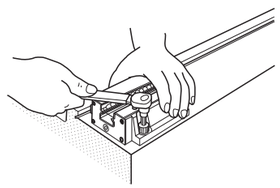

Fig. 32 Fixing of slide unit
❹Separation of slide units from track rails
❺Fixing of Linear Way Ⅰ and Ⅱ slide units
- Correctly fit the reference mounting surfaces of Linear Way Ⅰ and Ⅱ slide units to the mating reference mounting surfaces of the table and fix the slide units as shown in the figure. (See Fig. 32.)